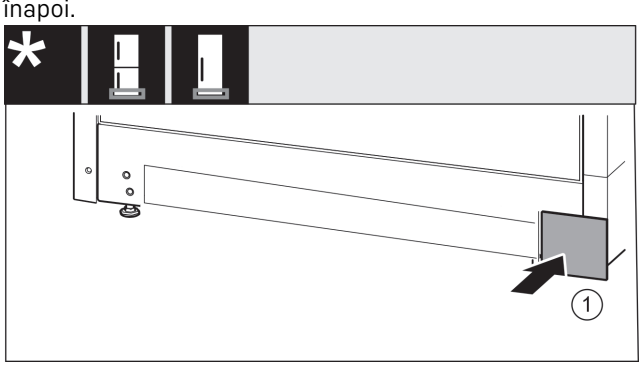

Fig. 33
- ▶ Așezați capacul *Fig. 33 (1)* din nou pe cealaltă parte.